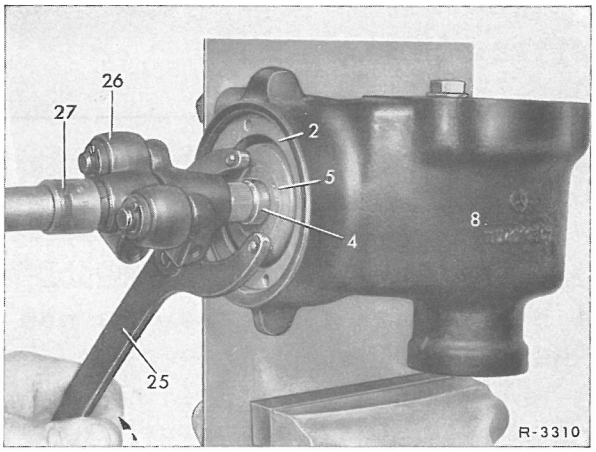

Fig. 46-3/2
6 Styreakslen (7) indsættes således i styrehuset og i styremøtrikken (9), at den midterste tand griber ind i det midterste tandmellemrum i styremøtrikken (fig. 46-3/1).